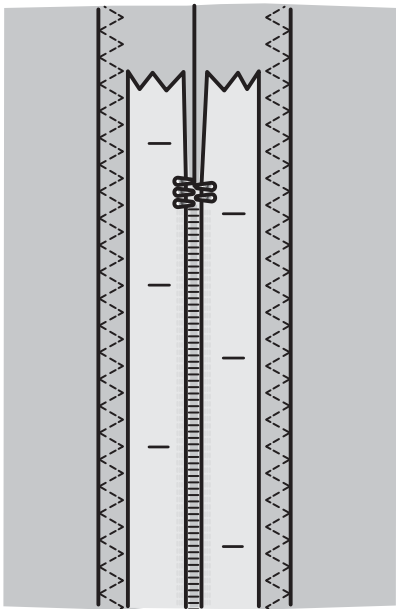

Abb. 1
2. Heften Sie die restliche Naht, d. h. die Naht für den Reißverschluss. Bügeln Sie die Naht auf. Legen Sie den Reißverschluss mit der rechten Seite auf die linke Seite der Nahtzugabe und legen Sie dabei das Reißverschlussende an die Reißverschlussöffnung des Stoffs an. Stecken Sie die rechte Seite des Reißverschlusses mit Nadeln fest (s. Abb. 1).